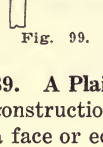

Fig. 99.
88. A Draw-bolt Joint is used in the construction of wooden machine frames and various types of wooden benches. It is a strong joint and can be tightened, if the wood shrinks. It is made by putting a bolt through a butt joint in the manner shown in Fig. 99.